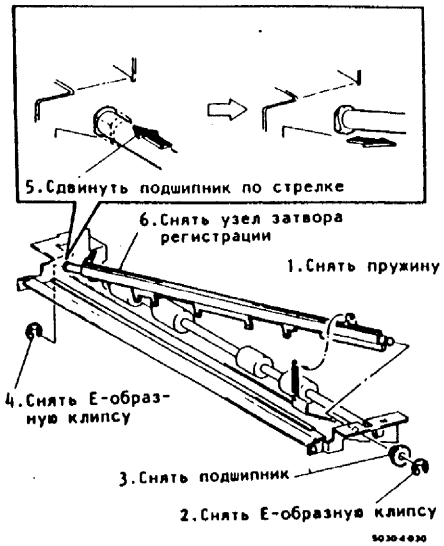

Рис.1. Снятие узла затвора регистрации
5. (Рис. 1): Снять узел затвора регистрации.